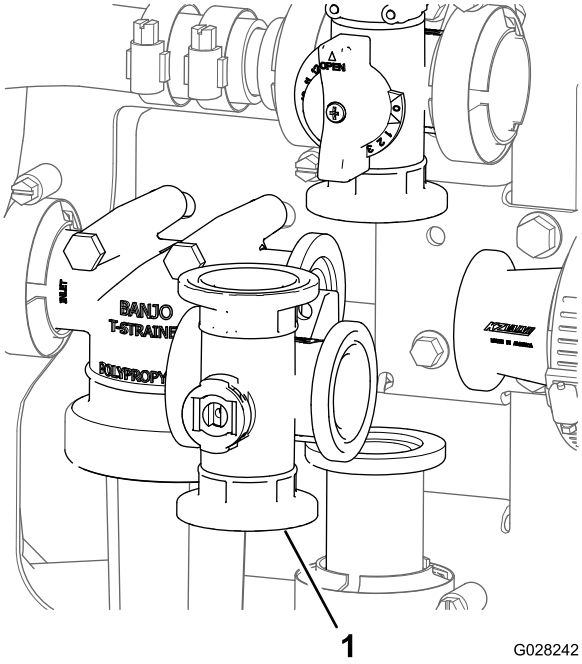

Figuur 135
2. Verwijder de mengklepverdeler van de machine (Figuur 135).